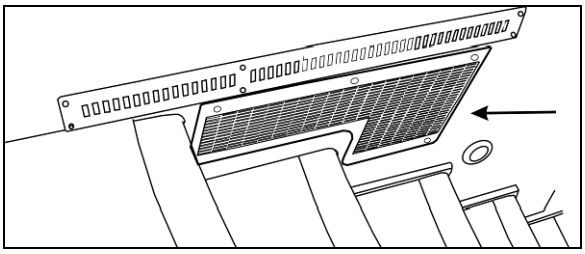
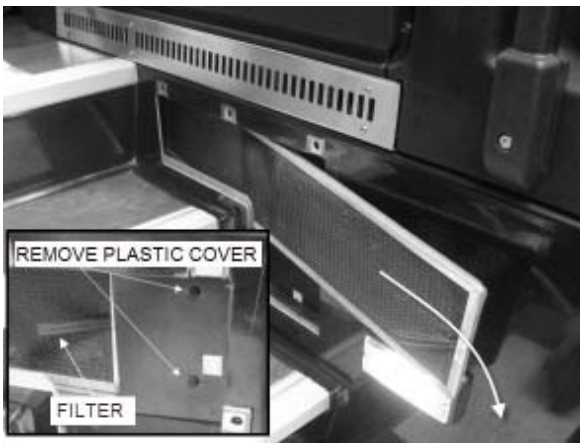

**FIGURE 17: R.H CONSOLE AIR FILTER ACCESS GRILL (COACHES)** 18505
**FIGURE 18: REMOVING DRIVER'S SECTION AIR FILTERS**
The driver's unit is located behind the R.H. console panel. To gain access to the air filter, unscrew the R.H. console's grill located in the entrance stepwell. Remove the plastic cover and slide out the recirculating air filter (**FIGURE 18**).
The driver's HVAC unit is located behind the dashboard's R.H. side panel. To gain access to the A/C filters, unscrew the grille located at the top entrance step (Figure 17). Unscrew the plastic cover and slide out the recirculating air filter (**FIGURE 18**). Doing so will give you access to the fresh air filter (see item 18, Figure 71).